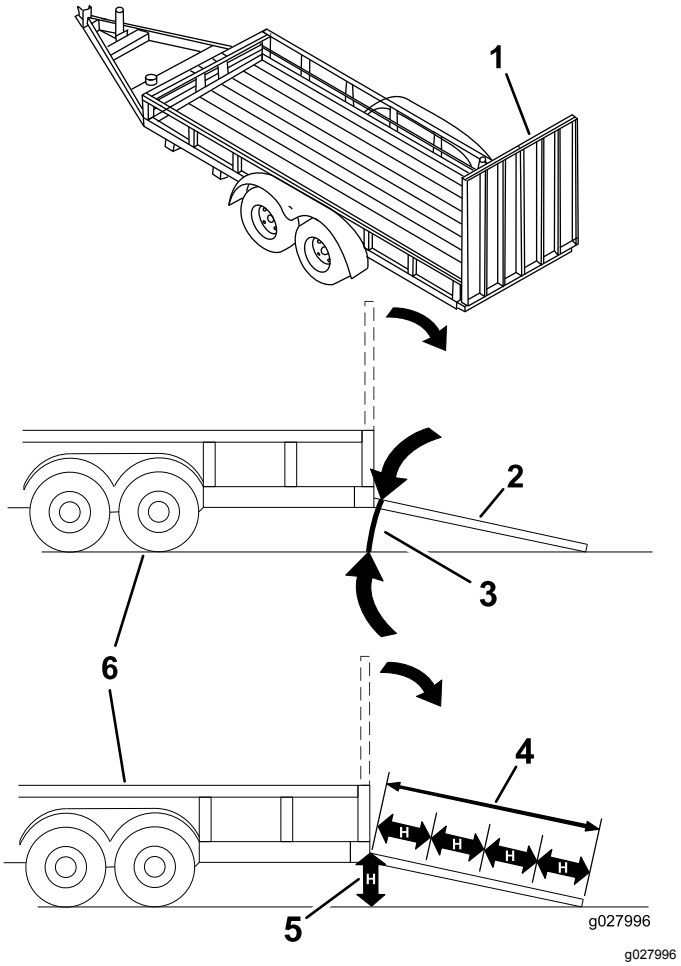

Figuur 41
Als een machine wordt geladen op een aanhanger of een vrachtwagen, wordt de kans vergroot dat de machine kantelt. Dit kan ernstig lichamelijk letsel of de dood veroorzaken (Figuur 41).
3. Laat de oprijplaat zakken; zorg dat de hellingshoek van de oprijplaat ten opzichte van de grond niet groter is dan 15 graden (Figuur 41).
1. Laat de oprijplaat zakken; zorg dat de hellingshoek van de oprijplaat ten opzichte van de grond niet groter is dan 15 graden (Figuur 41).